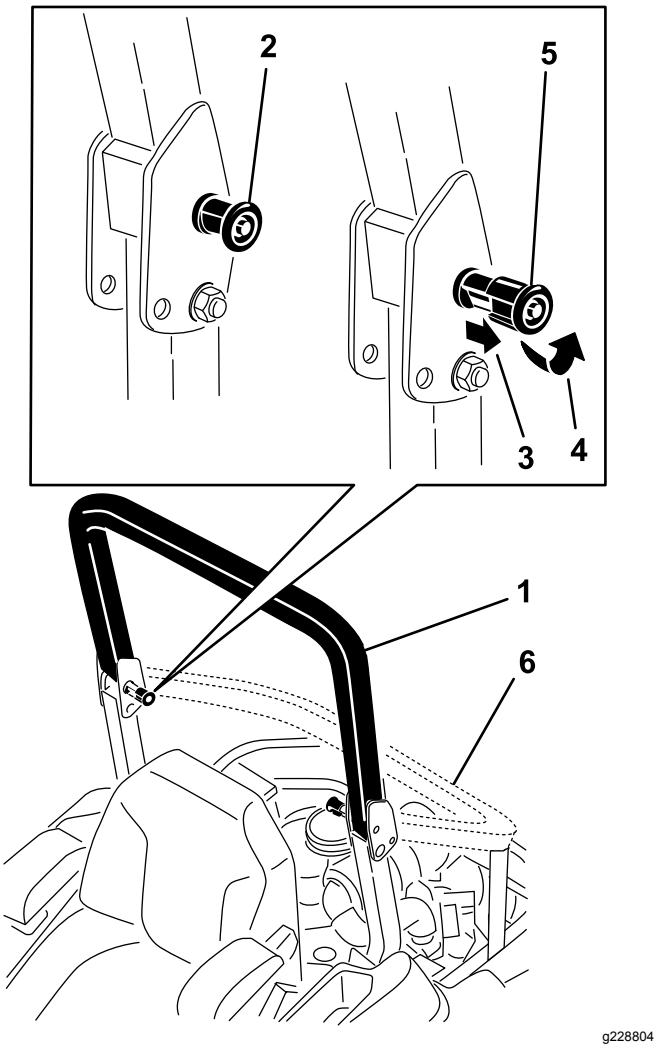

Figure 8
2. Tirez sur les deux boutons et tournez-les à 90 degrés pour les désengager (Figure 8).
3. Faites pivoter l'arceau de sécurité à la position abaissée (Figure 8).
1. Relevez l'arceau de sécurité à la position d'utilisation et tournez les boutons de sorte à les déplacer partiellement dans les rainures (Figure 8).
2. Redressez l'arceau de sécurité en position relevée tout en poussant sur la partie supérieure de sorte que les goupilles s'engagent en position quand les trous sont en face (Figure 8).